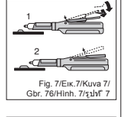

Fig. 7/Εικ.7/Kuva 7/ Gbr. 7/6/Hinh. 7/รูปที่ 7
2) De instelgeleider kan naar voren en naar achteren worden bewogen om de hoeveelheid te doseren materiaal aan te passen. (Fig. 7)
2) Doseringsguiden kan flyttes frem eller tilbage afhængig af den ønskede mængde. (Fig. 7)
2) Doseringsguiden kan skjutas framåt eller bakåt för att få den mängd cement som önskas. (Fig. 7)
2) A faixa aderente para os dedos pode ser deslocada para a frente ou para trás, para alterar a quantidade de material dispensado. (Fig. 7)